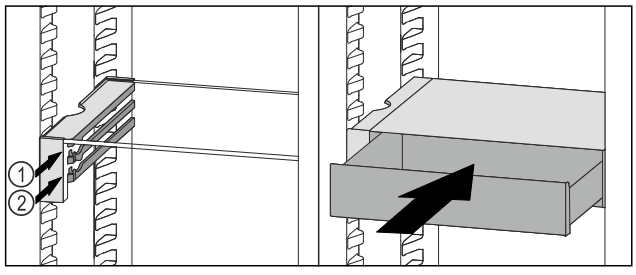

Fig. 157
▶ VarioSafe-lade achter de stoppers op de gewenste rib *Fig. 157 (1)* of *Fig. 157 (2)* plaatsen.